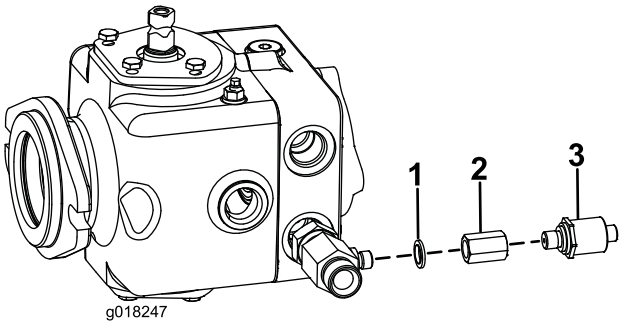

Figura 6
3. Aparafuse o adaptador do interruptor de pressão na união em T utilizando um vedante dowty de 1/4 pol. (Figura 6).
4. Aparafuse o interruptor de pressão neste adaptador (Figura 6). Aperte o interruptor a a 34 Nm.